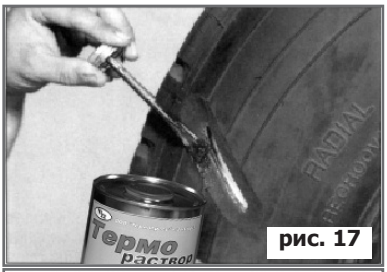

рис. 17
21. Нанесите на подготовленную поверхность воронки шины терморастворт (арт. № 10 600). Время сушки – 60 минут (проба тыльной стороной пальца — прилипания не должно быть). После высыхания первого слоя нанесите второй слой. Время сушки второго слоя 15-20 минут (проба тыльной стороной пальца должно ощущаться легкое прилипание) (рис.17).